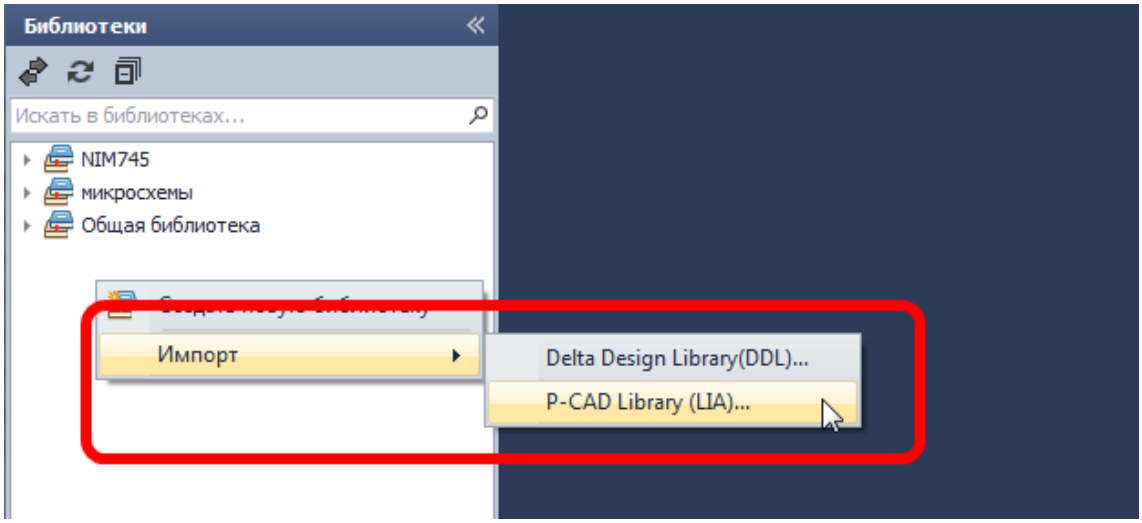

Рис. 99. Выбор формата импортируемых данных
3. Из появившегося выпадающего списка выберите формат, в котором сохранены данные импортируемой библиотеки, см. Рис. 99.